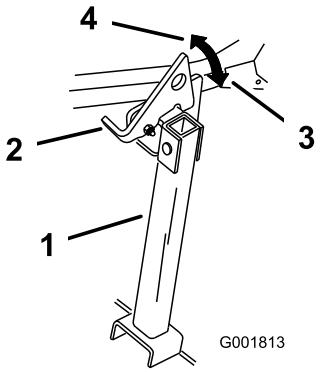

Rysunek 36
2. Unieś zaczep, aby go ODBLOKOWAĆ (Rysunek 36).